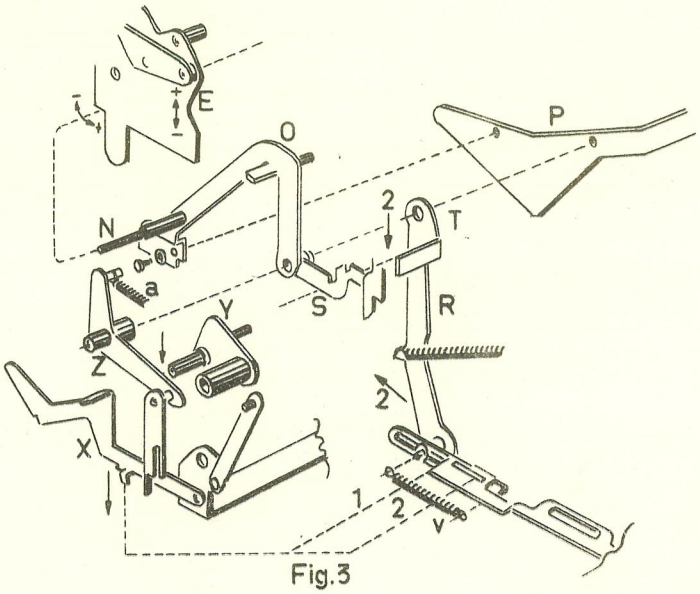

Fig.3
4. Wenn eine der M-Tasten 0 - 4 gedrückt wird, wird die Wählerbrücke laut den Pfeilen in Fig. 3 geschwenkt, und die Maschine rechnet in Addition. Wir haben ja früher gesagt, dass alle Mult.-Starte in Subtraktion geschehen, aber jetzt sperrt die Wählerbrücke den Zapfen [N], der in der Wiederholungstaste [0] genietet ist. Da diese mit dem Sub.-Winkel [P] gekuppelt ist, wird das Rechenwerk verhindert, in die Minuslage herabzuschwenken. Wird eine der M-Tasten 5 - 9 gedrückt, schwenkt die Wählerbrücke [E] in die gegensätzliche Richtung ohne den Zapfen [N] zu sperren, und somit kann das Rechenwerk in die Minuslage herabschwenken.